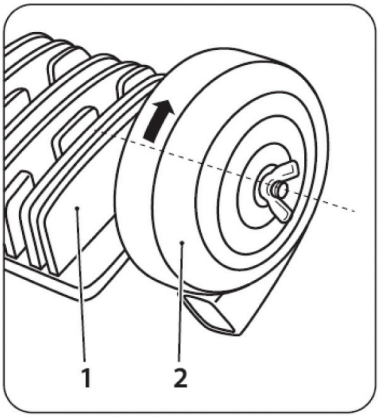

Рис. 3
4. Установите на каждый поршневой блок (1) воздушный фильтр (2) (Рис. 3).